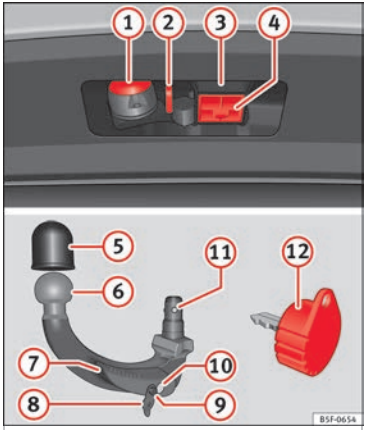

**Fig. 213** Towing bracket device support / detachable ball joint / key.
Key to »» **Fig. 213**
- Remove the hook housing cap (4) ››› **Fig. 213** downwards.